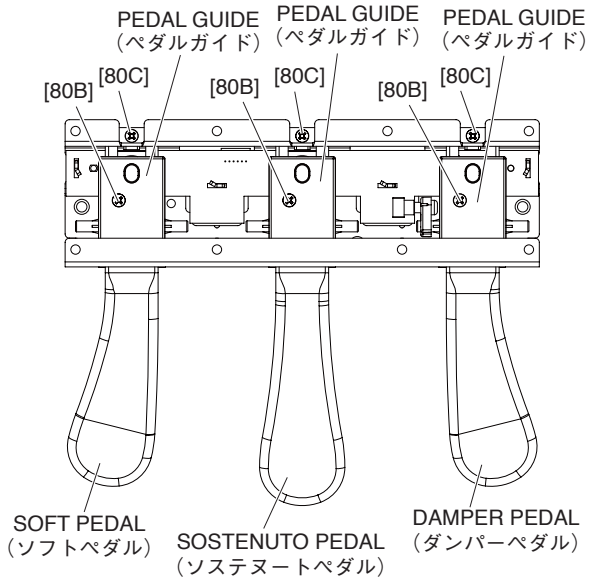
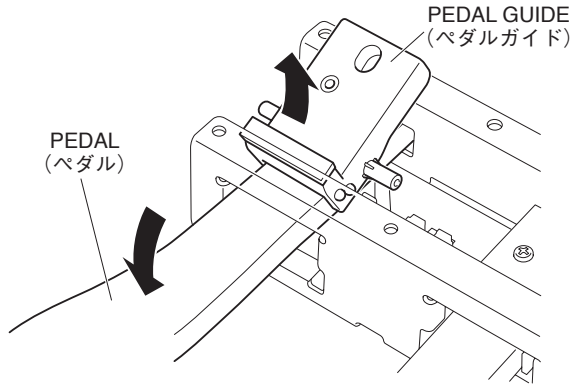

Fig. 11（図11）
Fig. 12（図12）
19-4 Remove the three (3) screws marked [80B]. The three (3) pedal guides can then be removed as shown in Fig. 12. (Fig. 11, 12)
19-5 Remove the three (3) screws marked [80C]. (Fig. 11) Push down the pedal (damper) and then draw it forward. The sostenuto and soft padals can then be removed in the same manner. (Fig. 11, 12)
19-4 [80B] のネジ 3 本を外して、図 12 のようにペダルガイド 3 個を外します。(図 11、12)
19-5 [80C] のネジ 3 本を外します。(図 11)
ペダル（ダンパー）を下に押してから、手前に引き出します。ソステヌートペダル、ソフトペダルも同様に外します。(図 11、12)